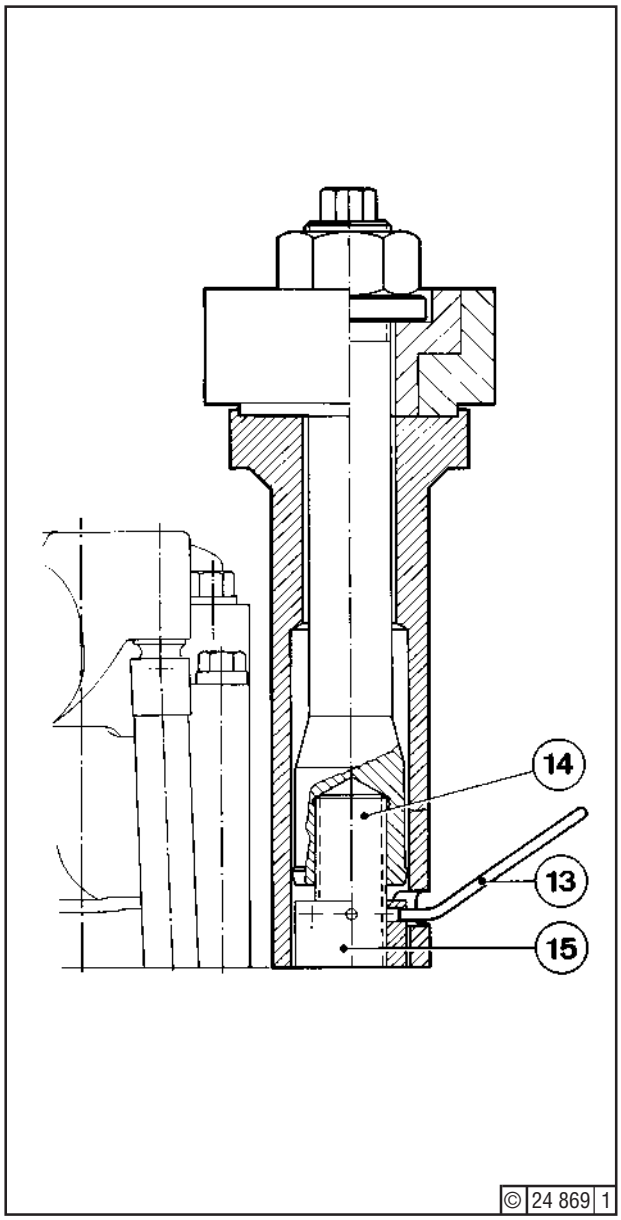

Fig. 3
Tightening Annular Nuts (Fig. 3)
☞ When fitting new studs (14) - Fig. 3 - into the cylinder head, apply Deutz DW 57 locking compound to stud threads.